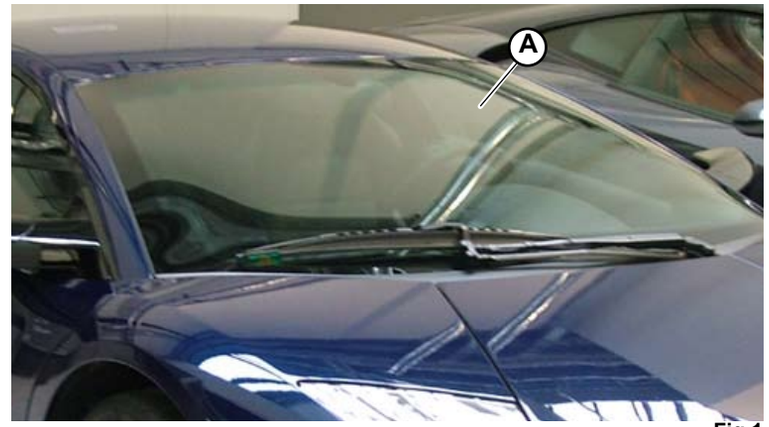

Fig.1
4. Using suction cups, remove the windscreen (**A-Fig.1**).